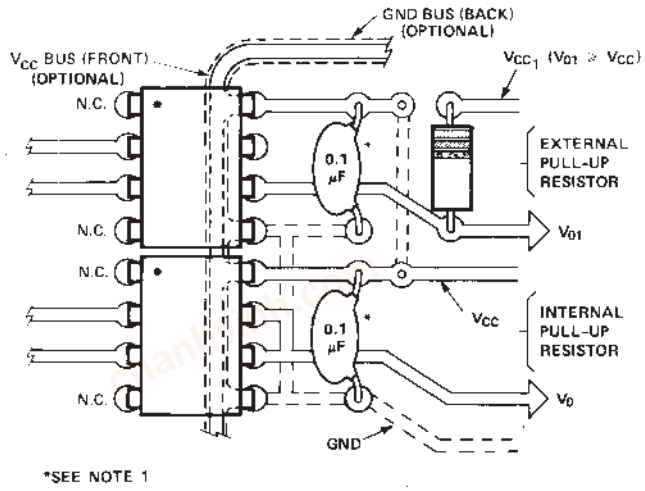

Figure 19. Recommended printed circuit board layout.
1. Bypassing the power supply line is required with a 0.1 µF ceramic disc capacitor adjacent to each optocoupler as illustrated in Figure 19. The power supply bus for the optocoupler(s) should be separate from the bus for any active loads, otherwise a larger value of bypass capacitor (up to 0.5 µF) may be needed to suppress regenerative feedback via the power supply.
A recommended layout for use with an internal 1000 Ω resistor or an external pull-up resistor and required V_{CC} bypass capacitor is given in Figure 19. V_{CC1} is used with an external pull-up resistor for output voltage levels (V_O) greater than or equal to 5 V. As illustrated in Figure 19, an optional V_{CC} and GND trace can be located between the input and the output leads of the HCPL-2300/HCPL-0300 to provide additional noise immunity at the compromise of insulation capability (V_{I-O}).